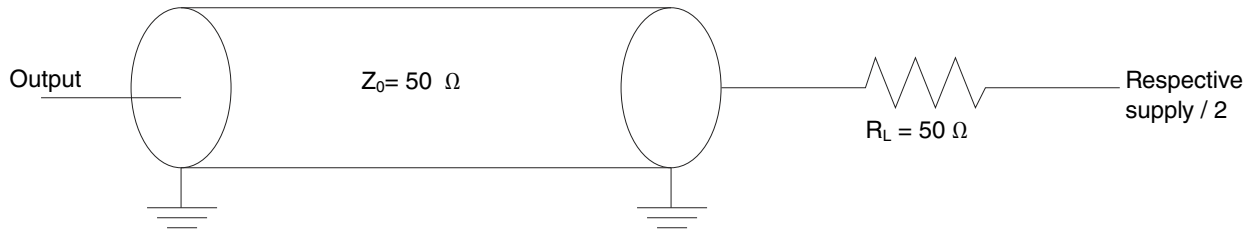

Figure 34. GPIO AC test load
2. See Figure 34. on page 114.